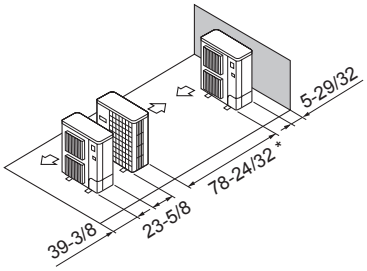

Fig. 3-15
⑤ Disposition pour un seul appareil parallèle (Fig. 3-15)